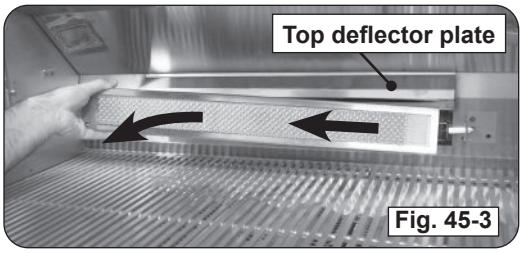

Fig. 45-3
5. Remove the backburner by lifting the left side outward and to the left. See Fig. 45-3.
Note: The top deflector plate may become loose when removing the backburner. Ensure the deflector is properly in place when reinstalling the backburner (See Fig. 45-3).